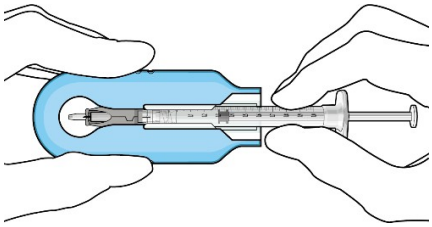

Figure 20
- With the syringe loaded, (Figure 20) the initial fill needle should now be penetrating the implant septum.